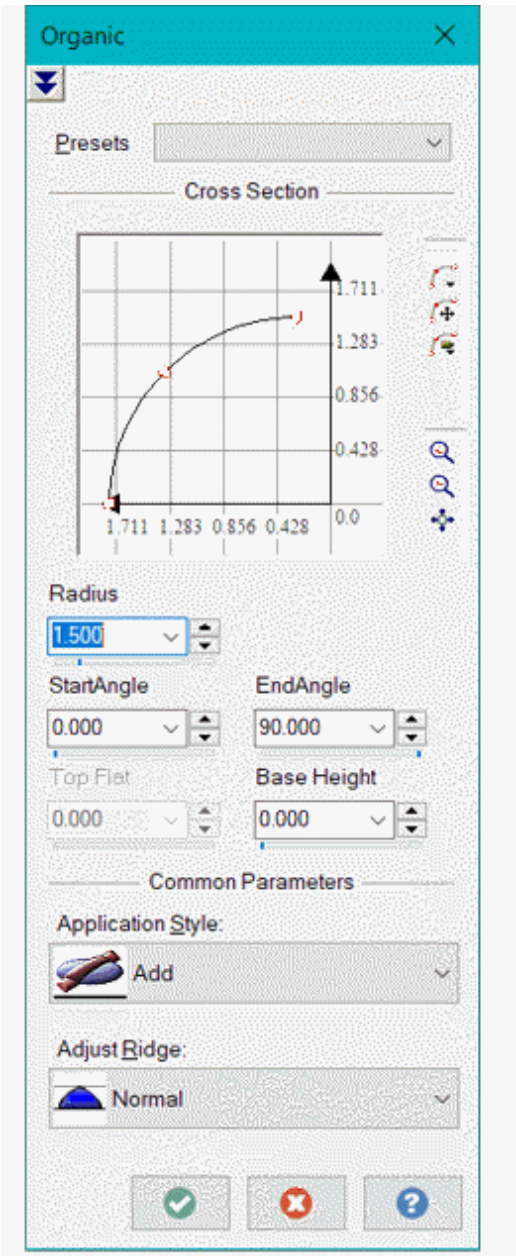

Figure-22. Organic dialog box
- After selecting curve chains, click on the **OK** button from the dialog box. The **Organic** dialog box will be displayed; refer to Figure-22.